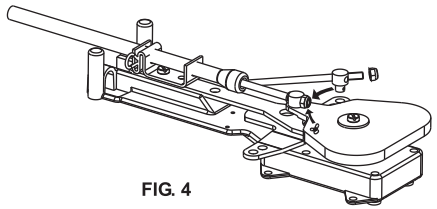

FIG. 4
1) Introduza o cabo do acelerador no suporte tal como indica a FIG. 4 (caso necessário, retire a porca e a vedação do cabo).